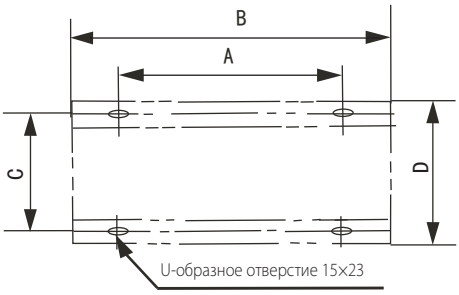

Рис. 4-12
- Конструкция основания должна быть такой, чтобы все опорные точки блоков полностью поддерживались. Расстояние между болтами указано на рис. 4-12 и в таблице 4-3.